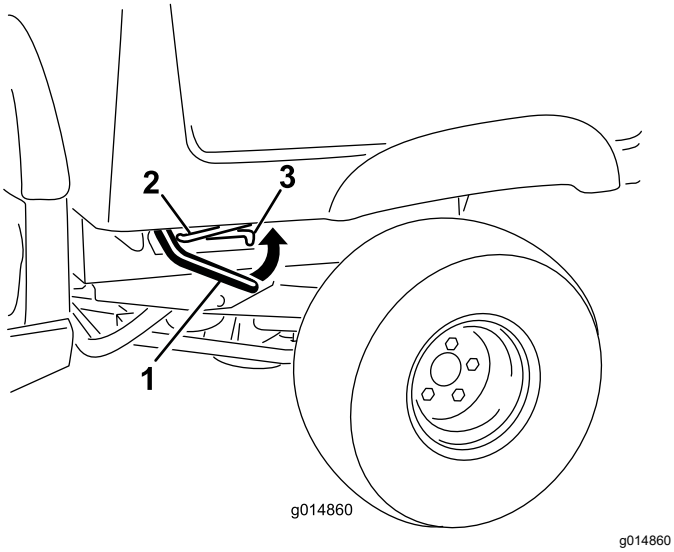

Figur 12
1. Lyft upp spaken på lådans båda sidor och lyft upp boxen (Figur 12).
1. Höj upp lastlådan något genom att lyfta upp låsspärren (Figur 12).